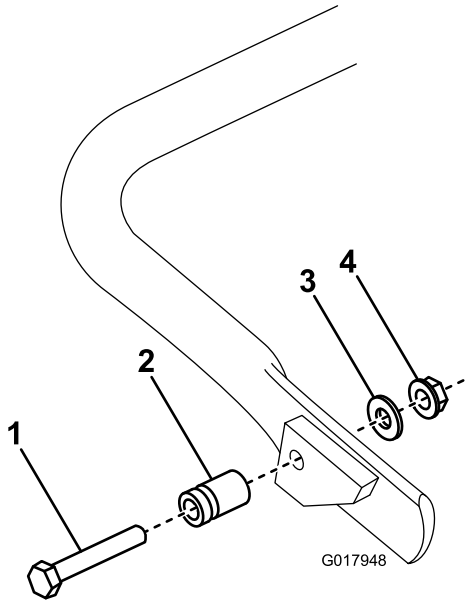

Rysunek 5
1. **Tylko w przypadku modelu 04056**, połącz sworzeń sprężynowy z podpórką po prawej stronie (Rysunek 5) za pomocą dostarczonej śruby, podkładki i nakrętki kołnierzowej.